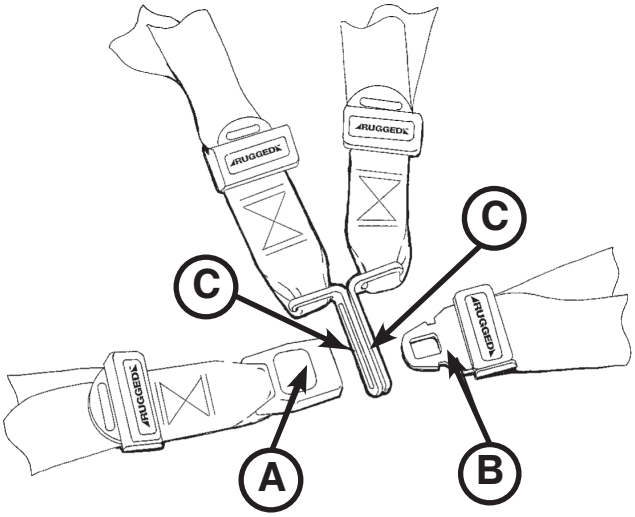

Abbildung 46
- **Zum Öffnen eines Haltegurts** die rote Taste (A) auf der Vorderseite des Gurtschlosses drücken. Dadurch wird der Gurtstecker (B) entriegelt und lässt sich aus dem Schloss ziehen (Abbildung 46).